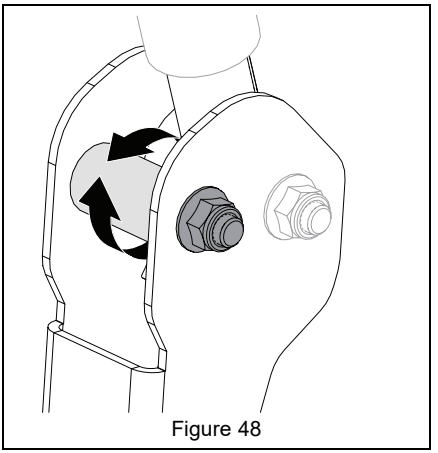

Figure 48
6. Adjust eccentric spacer so levers are at the same height and have a 1.3 – 2.5 cm (1/2 – 1") gap between lever ends. See Figure 48.